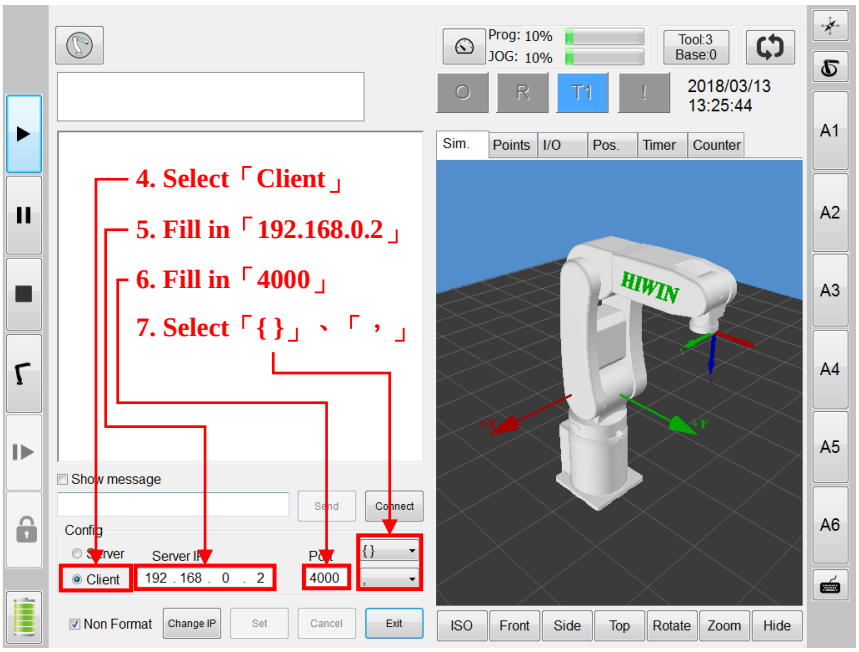

Figure 10-2 Robot arm communication setting interface
2. As shown in Figure 10-2, select “Client” to set the robot arm as the client.